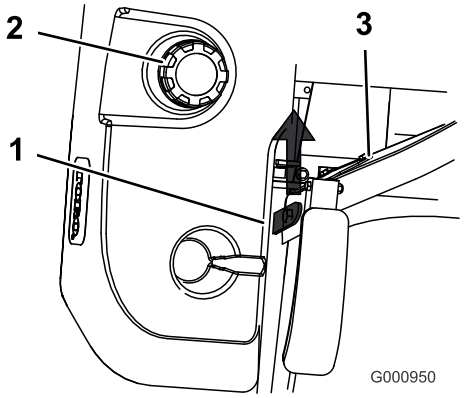

Figur 30
3. Höj upp sätet. Detta ger åtkomst till maskinen under sätet (Figur 30).